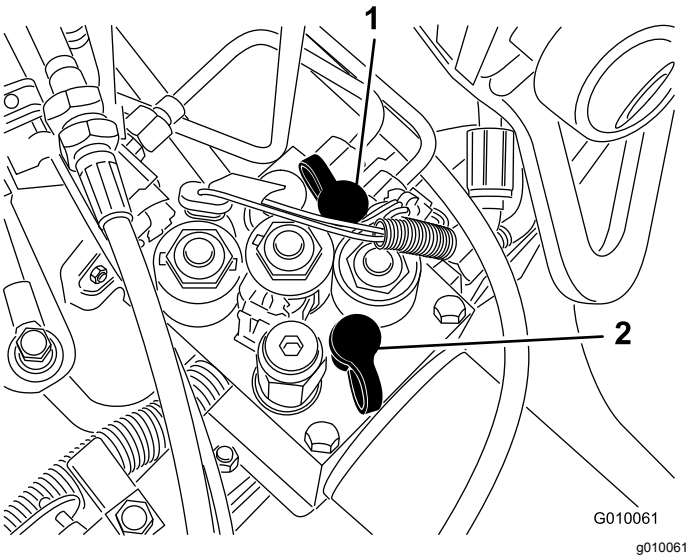

Rysunek 61
- Port do prób G2 (Rysunek 61) pomaga w rozwiązywaniu problemów z układem ładowania jazdy.
- Port do prób G1 (Rysunek 61) pomaga w rozwiązywaniu problemów z ciśnieniem układu podnoszenia.